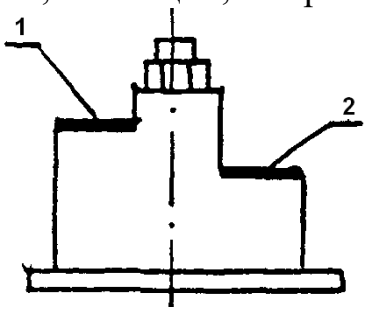

Рисунок 1
4. Из какого числа операций, позиций, установов и переходов состоит обработка уступов с применением поворотного приспособления (рис. 1)...